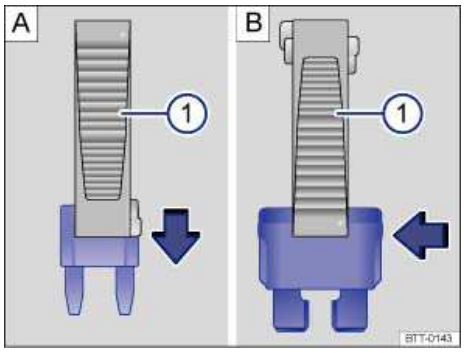

Fig. 175 Removing or installing a blade fuse with the plastic tweezers: A: MINI. B: ATO.
- *For blade fuses*: Depending on the type of fuse, slide the tweezers ⇒ fig. 175 **A** (1) or **B** (1) onto the fuse in the direction of the arrow.